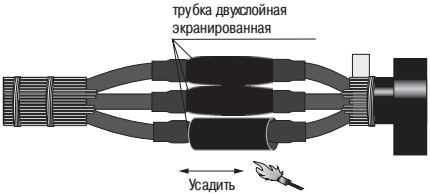

Рисунок 9
4.17 Н двинуть н ус женные трекингостойкие трубки изоляции гильзы вторые термоус жив емые трубки (черно-кр сного цвет), уст новить их по центру гильз и ус дить, н чин я с середины и д лее в н пр влении торцов. После ус дки трубок по торц м должен быть виден выступивший р спл вленный клей (рисунок 9).